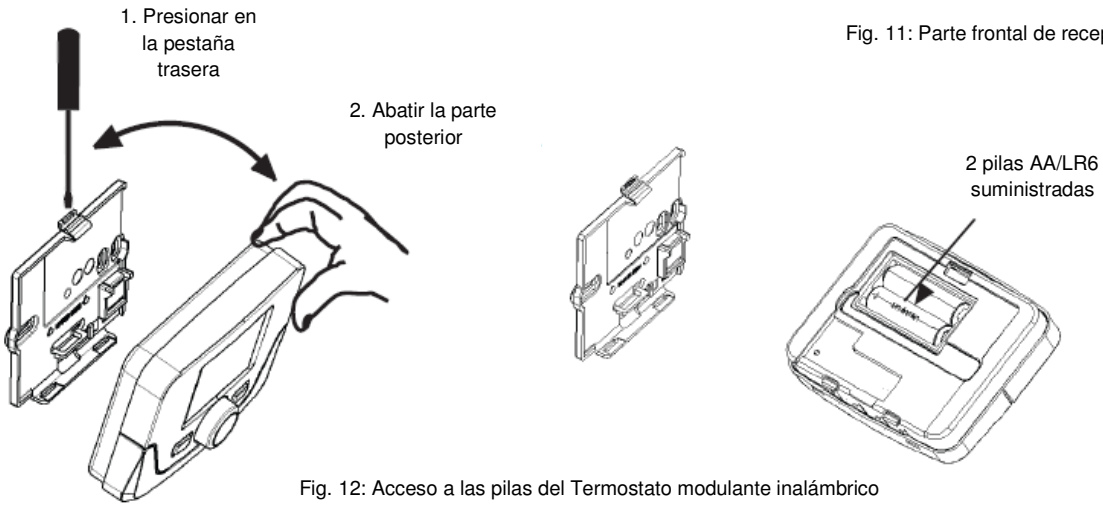

Fig. 12: Acceso a las pilas del Termostato modulante inalámbrico
1. Las unidades requieren 2 pilas alcalinas tipo AA (suministradas). Su instalación se muestra en la Fig. 12.
2. Si el símbolo de la pila parpadea en la pantalla, es necesario remplazarlas. Ver Fig. 12 para más detalles.
8. Colocar las pilas al Termostato modulante inalámbrico. Ver Fig. 12.